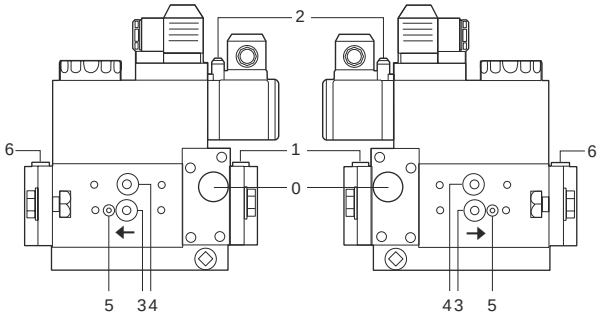

Fig. 22
- Pulizia filtri valvole gas (Fig. 22 e seguenti).